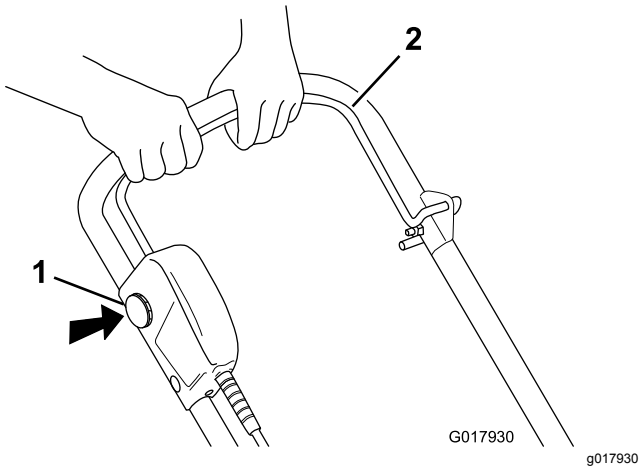

Figuur 10
1. Om de motor te starten, moet u de interlockschakelaar (sleutel) aanbrengen, de interlockknop (sleutel) ingedrukt houden en de bedieningsstang tegen de handgreep drukken (Figuur 10).